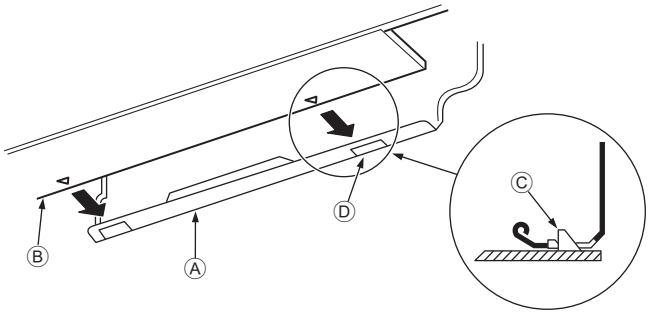

Fig. 3-15
3. Lors de l’insertion du tuyau de réfrigérant et le tuyau d’écoulement dans l’orifice mural d’insertion (manchette de pénétration), accrocher la partie supérieure de l’appareil intérieur sur la planche d’installation ①.
5. Fixer en poussant la partie inférieure de l’appareil intérieur sur la planche d’installation ①. (Fig. 3-15)
* Vérifier que les boutons en bas de l’appareil intérieur sont correctement maintenus sur la planche d’installation ①.